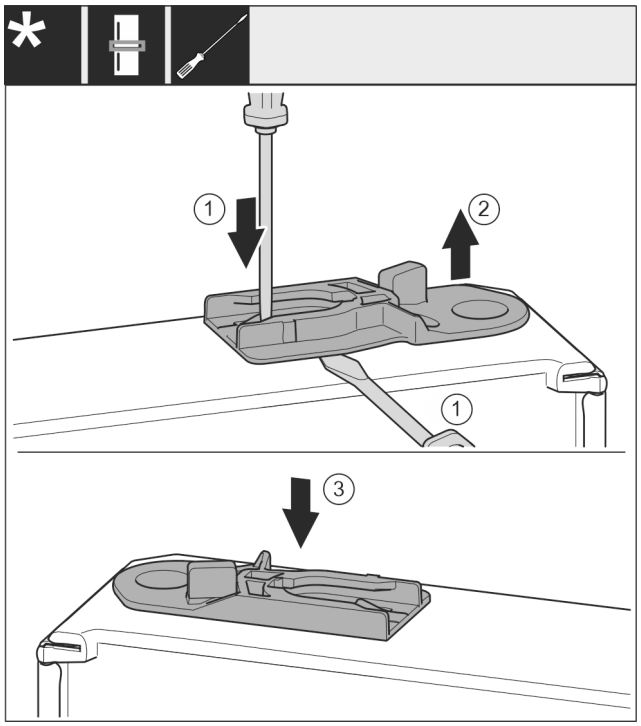

Fig. 34
- ▶ Izvelciet vadošo ieliktni: spiediet ar plakano skrūvgriezi mēlīti *Fig. 34 (1)* un vienlaikus ar plakano skrūvgriezi virziet zem vadošā ieliktņa *Fig. 34 (2)*.
- ▶ Iebīdiet piegādes komplektācijā klātpievienoto vadošo ieliktni *Fig. 34 (3)* ierīces otrajā pusē.